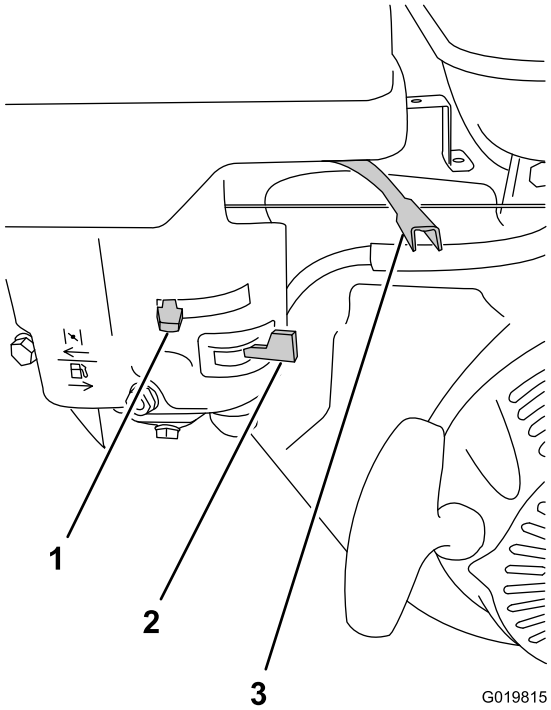

Figure 33
1. On the engine, move the throttle lever away from the Min position, 1/3 of the way toward the Max position (Figure 33); refer to Throttle Lever (page 12).
2. Move the lever of the fuel valve to the On position—all the way to the right (Figure 33); refer to Fuel Valve (page 12).
- To start a cold engine, move the choke lever to the Closed position—all the way to the left (Figure 33); refer to Choke Lever (page 12).
4. Rotate the engine switch to the On position (Figure 33); refer to Engine On/Off Switch (page 12).
1. Ensure that the choke lever is in the Off position (Figure 33); refer to Choke Lever (page 12).
2. Move the throttle lever to the Min position (Figure 33); refer to Throttle Lever (page 12).